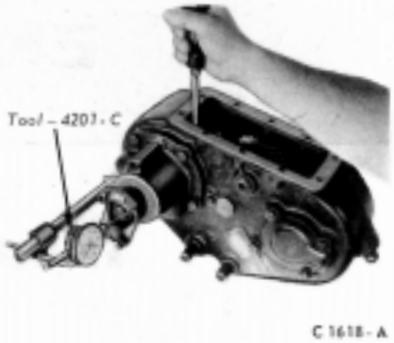

FIG. 6-21—Checking Front Drive Output Shaft End Play
21. Install a dial indicator on the front drive output shaft and check the end play as shown in Fig. 6-21. The end play should be 0.003-0.005 inch. If not within these limits, adjust the shim pack at the front output shaft rear cover.